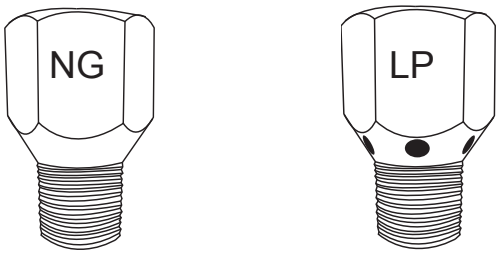

Fig. 4 Natural (NG) orifiice on left; LP (vent holes) on right.
Main Burner Orifice - All fire features **MUST** have a main burner orifice installed on the inlet side of the burner. An orifice limits the amount of gas flow to the burner to ensure the flame is a safe and reasonable height to not pose a risk to people or property. The drawings below show the difference between a Natural gas and Propane (LP) orifice. Because LP gas does not burn as clean as Natural and requires ventilation holes at the base of the orifice to provide a cleaner flame. See Fig. 4.